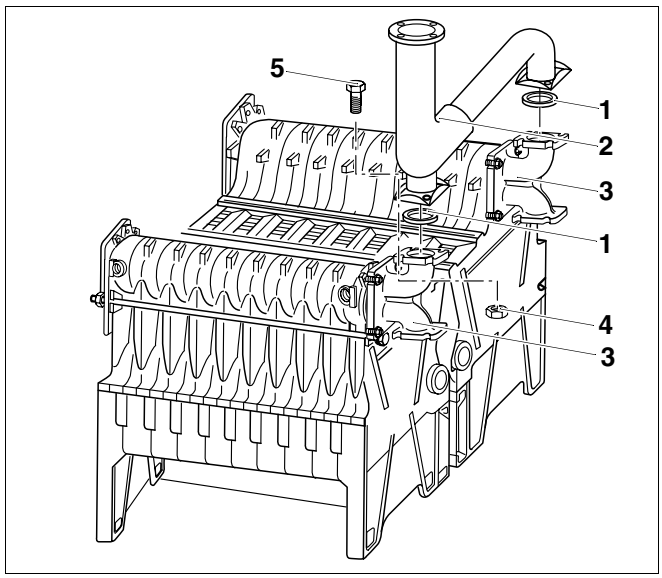

Afb. 29 Vertrekleiding monteren
- Leg de vlakke dichtingen (afb. 29, **pos. 1**) op de bovenzijde van de beide aansluitstukken (afb. 29, **pos. 3**).
- Plaats de vertrekleiding (afb. 29, **pos. 2**) op de aansluitstukken (afb. 29, **pos. 3**).
- Steek de zeskantbouten M12 x 40 (afb. 29, **pos. 5**) langs boven door de aansluitflens van de vertrekleiding (afb. 29, **pos. 2**) en van het aansluitstuk (afb. 29, **pos. 3**).
- Draai de moeren met schijf erop geperst (afb. 29, **pos. 4**) op de zeskantbouten (afb. 29, **pos. 5**) en draai ze kruisgewijs vast.